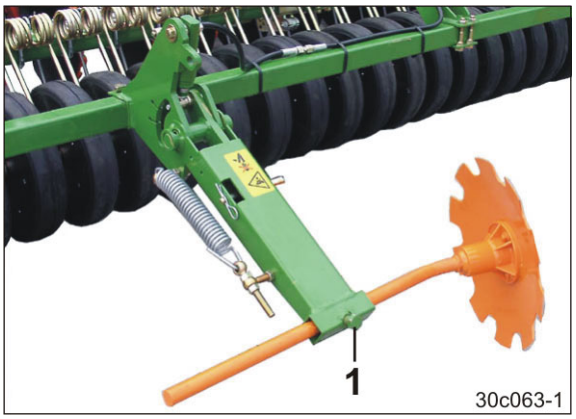

Fig. 169
12. Spænd begge bolte (Fig. 169/1).